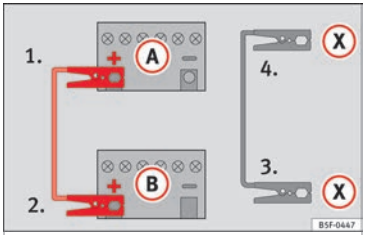

Fig. 60 Diagram of connections for vehicles with Start Stop system
4b. *For vehicles with Start-Stop system:* connect one end of the *black* jump lead (X) to a suitable ground terminal, to a solid piece of metal in the engine block, or to the engine block itself ››› **Fig. 60**.
5. Connect the other end of the *black* jump lead (X) to a solid metal component bolted to the engine block or to the engine block itself of the vehicle with the flat battery. Do not connect it to a point near the battery (A).